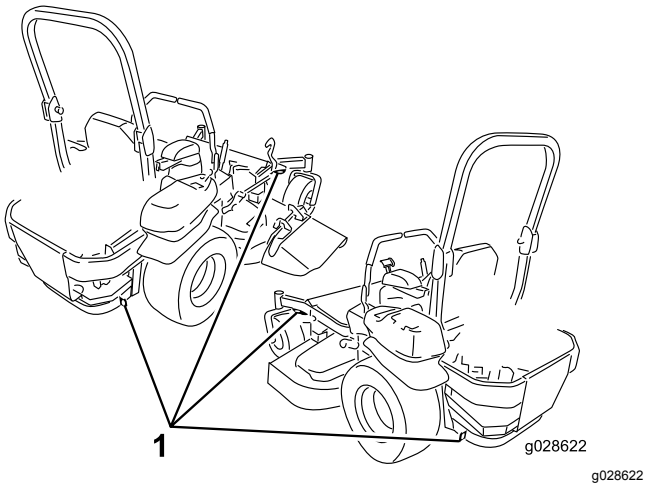

**Figuur 45**
6. Zet de machine vast bij de voorste zwenkwielen en de achterbumper; gebruik hierbij spanbanden, kettingen, kabels of touwen (Figuur 45). Raadpleeg de lokale vereisten inzake de bevestiging van machines.